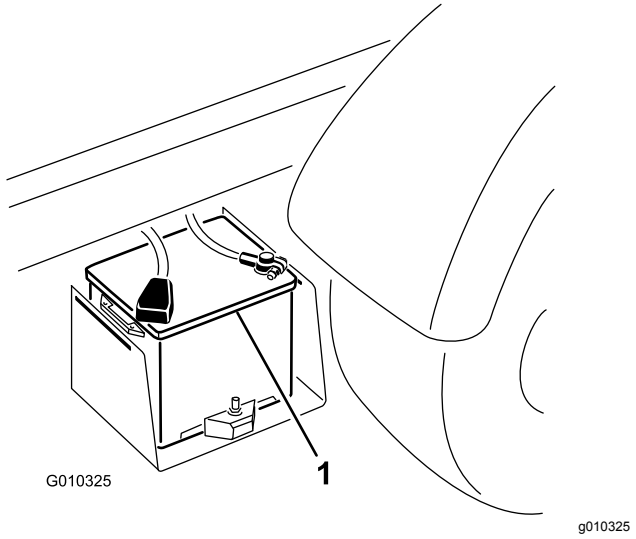

Figura 42
2. Collegate un cavetto portatile tra i poli positivi delle due batterie (Figura 42).